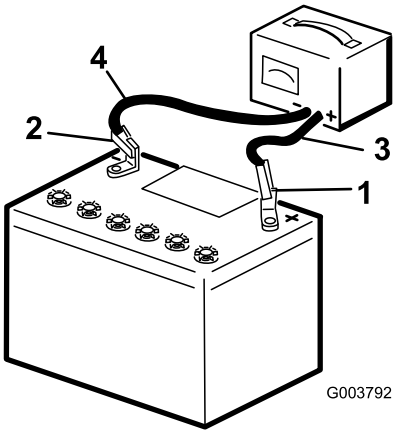

Figur 44
2. Ladda batteriet med 3–4 A under 4–8 timmar (Figur 44). Överladda inte batteriet.
3. När batteriet är fulladdat ska laddaren kopplas bort från eluttaget, och sedan ska laddningskablarna kopplas bort från batteripolerna (Figur 44).
1. Anslut batteriets pluskabel (röd) till batteriets pluspol (+) med hjälp av fästelementen du tog bort tidigare (Figur 44).
3. Anslut batteriets minuskabel (svart) till batteriets minuspol (−) med hjälp av fästelementen du tog bort tidigare (Figur 44).
4. Fäst batteriet med hjälp av skenan och vingmuttrarna (Figur 44).